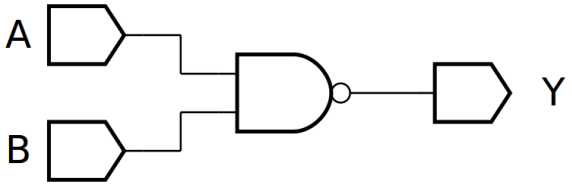
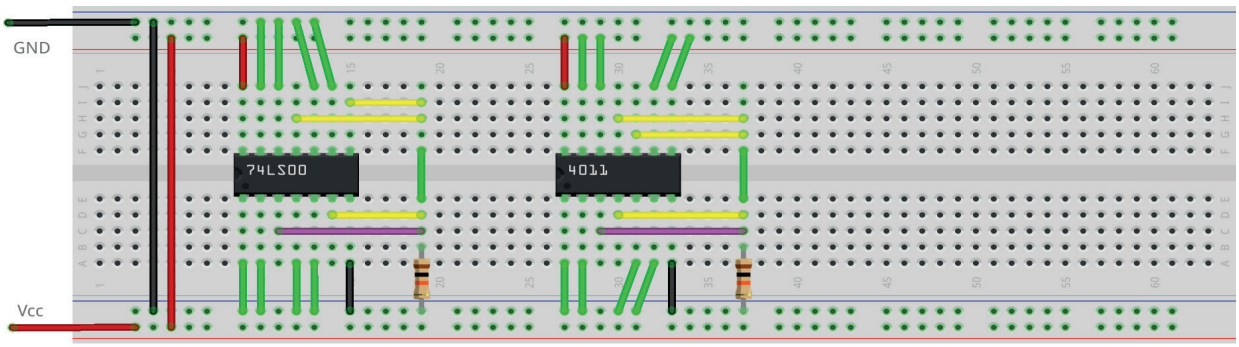

Figura 3.14 – Diagrama esquemático.
Figura 3.15 – Placa de montagem com componentes.
1. Monte o circuito da figura 3.14, conforme mostrado na figura 3.15, na placa de montagem.
d) Conecte os fios verdes. Os fios verdes estão conectados ao terra e portanto fornecendo valor lógico (0) às entradas de todas as portas do CI.
26. Utilizando o software de simulação SmartSim, simule a porta NE (NAND) de acordo com a figura 3.14. Compare a simulação com a tabela 3.5.